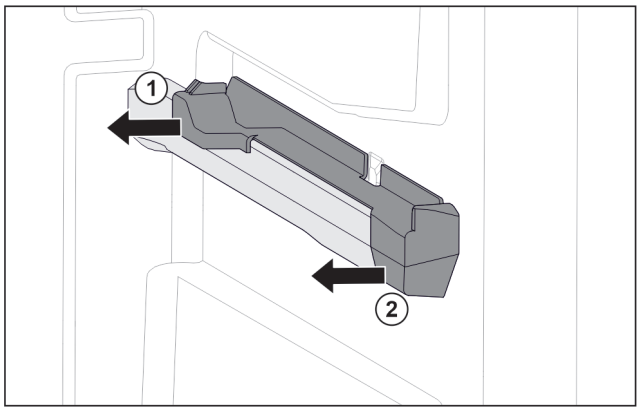

Fig. 149 Aufsteckteil auf der rechten Behälterrippe
▶ Aufsteckteil hinten zur Seite abziehen. *Fig. 149 (1)*
▶ Aufsteckteil vorne zur Seite abziehen. *Fig. 149 (2)*